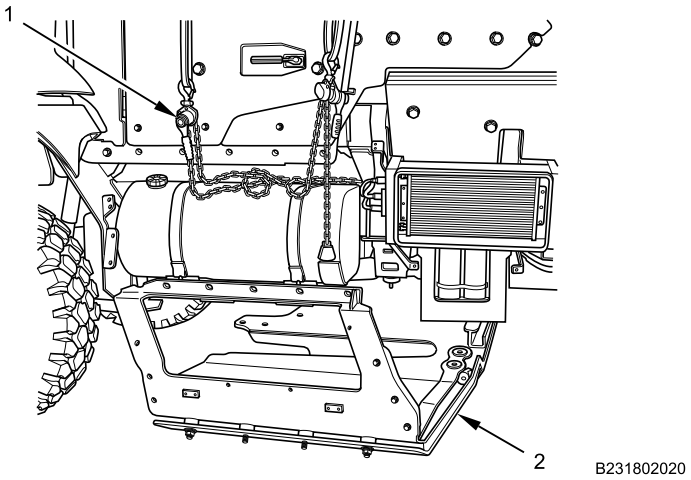

Figure 13. Fuel Tank Cover and Chain Hoist.
17. Remove chain hoists (Figure 13, Item 1) from belly armor (Figure 13, Item 2).
18. With assistant, remove belly armor (Figure 13, Item 2) from under vehicle.